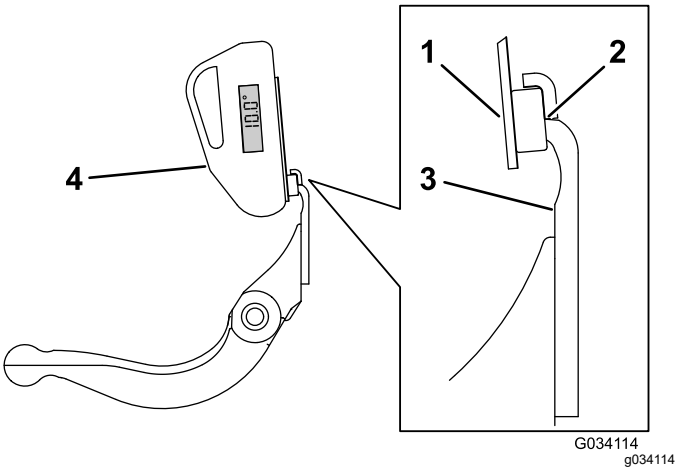

Figuur 28
3. Plaats de steun van de hoekindicator op de rand van het ondermes zodat de rand van de magneet aansluit op de rand van het ondermes (Figuur 28).
4. Plaats de hoekindicator op de steun zoals getoond in Figuur 28.